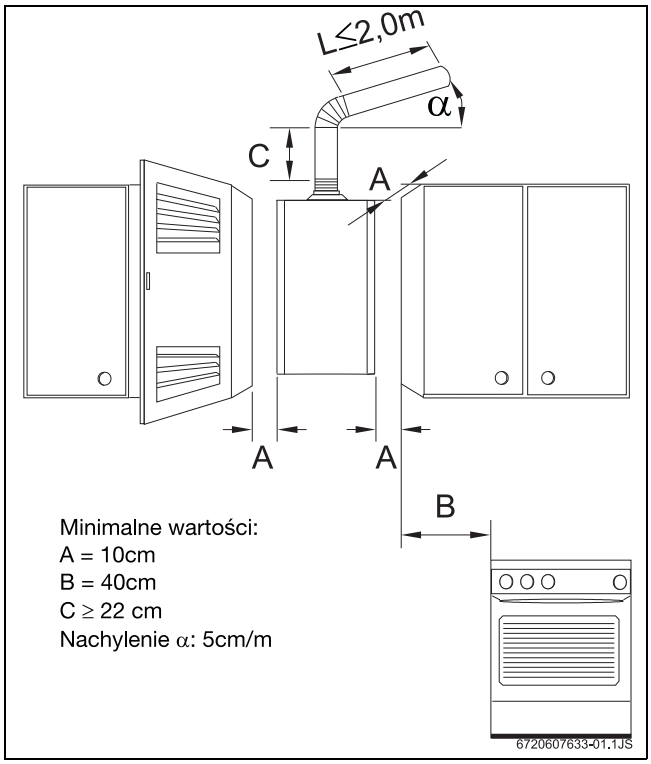

Rys. 4 Minimalne odległości
- Przestrzegać minimalnych wymiarów montażowych podanych na rys. 4.